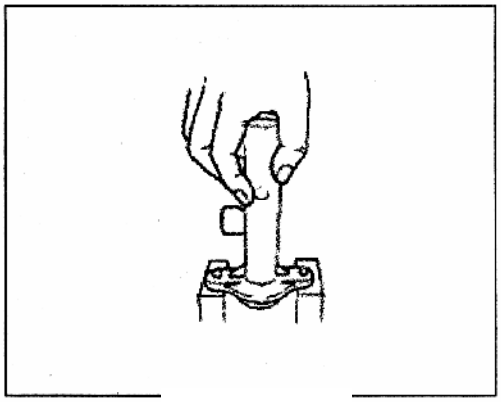

Рис. 693
5) Вытолкните поршень 1-й камеры, не повредите стенки камеры (Рис. 693).